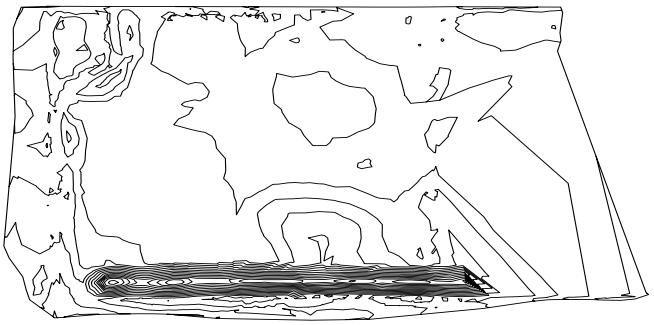

Figure 3-58 *The* ***EG Surface*** *displayed in the drawing area*
1. Enter **ZE** in the command line and then press ENTER; the surface is displayed with a surface border and the major and minor contours, as shown in Figure 3-58. This is due to the default surface style settings of the template file.